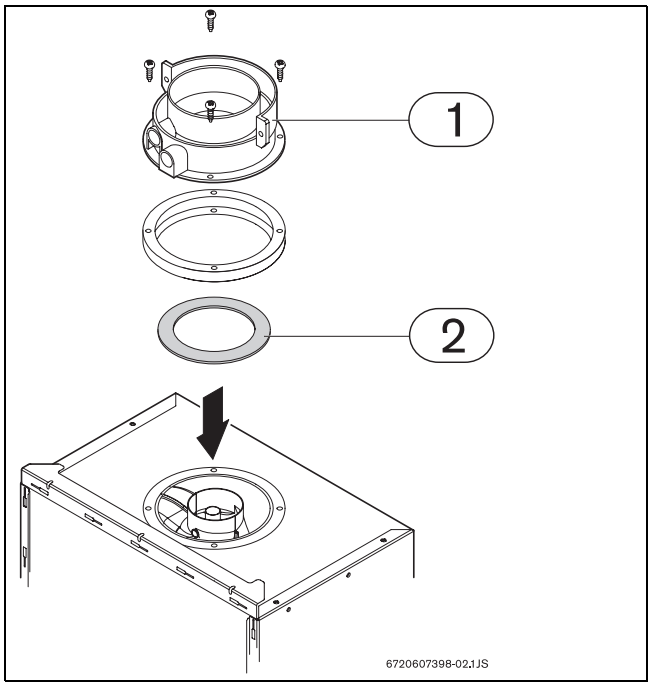

Рис. 6 Дросельна шайба
В залежності від умов інсталяції газовивідного трубопроводу, може використовуватись дросельна шайба (Рис. 6), що закріплюється під газовивідний патрубок. Для нормального функціонування приладу необхідно використовувати обмежувальну дросельну шайбу (див. таблицю 6 і 7).
- Викрутити гвинти, що кріплять газовивідний патрубок до колонки (Рис. 6, елемент 1).
- Покласти дросельну шайбу (Рис. 6, елемент 2) міжпатрубком і колонкою.
- Закріпіть патрубок за допомогою чотирьох гвинтів (Рис. 6, елемент 1).